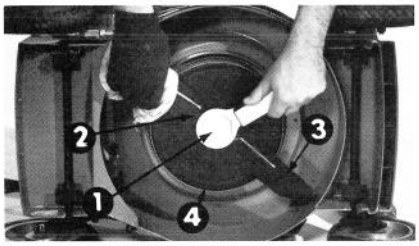

Afbeelding 22
1. ⚠ Pak het uiteinde van het mes met een doek of een dikke handschoen vast en verwijder het mes. Met behulp van geleverde sleutel verwijdert u vervolgens de bout, de speciale mesbeschermer, mes en propeller (Afb. 22).